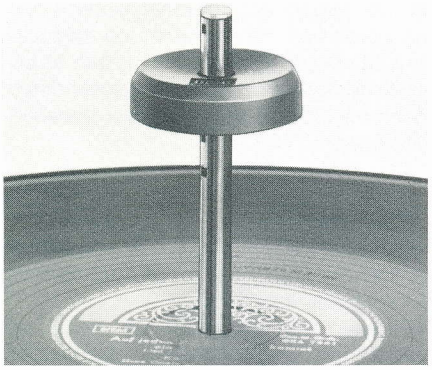

Fig. 10
De lange wisselas ⑰ of de dikke afwerpspindel ⑲ zo insteken, dat de pen opzij in de gleuf van de lagerbus komt (fig. 10). Dan de wisselas naar beneden drukken en naar rechts draaien, tot deze stuit.